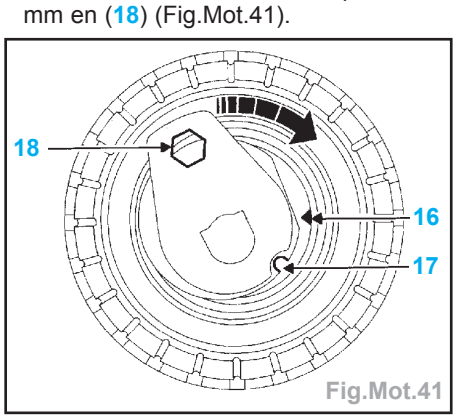

Fig.Mot.41
- Aligner les repères (16) et (17) du galet tendeur à l'aide d'une clé six pans de 6 mm en (18) (Fig.Mot.41).